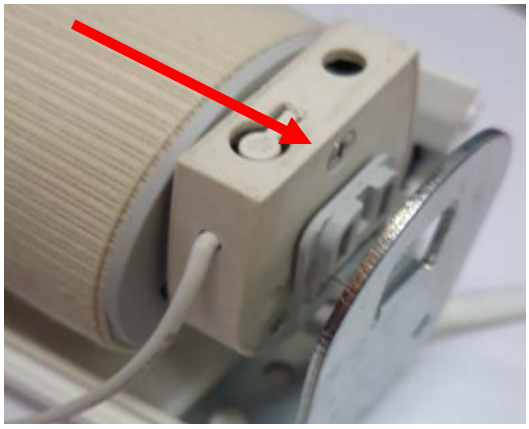

Рис.30
3. Установить изделия на кронштейны. Сначала установить изделие с управлением. Вставить двигатель в первый боковой кронштейн (**Рис.30**).